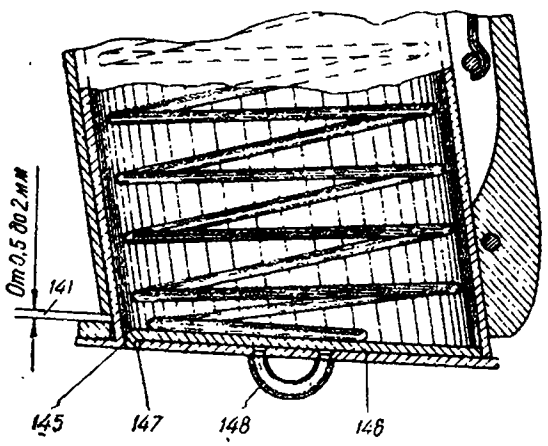

Рис. 43
Вставить магазин в окно рукоятки и проверить, прочно ли он удерживается в рукоятке зубом защелки. Продольное шатание магазина допускается до 1 *мм*. Зазор между нижним обрезом рукоятки и крышкой магазина может быть в пределах 0,5—2 *мм* (*141* на рис. 43). Причины выпадания магазина: 1. Осадка пружины защелки (*142* на рис. 42). Проверить, не имеет ли защелка бокового шатания в соединении с рукояткой. Действие пружины на защелку должно быть энергичное.	Заменить пружину защелки запасной.
Смещение крышки магазина с места Осмотреть соединение крышки с магазинной коробкой и давлением на нее пальцем руки проверить, не смещается ли она вперед. Причины смещения крышки: 1. Износ зуба защелки крышки (*145* на рис. 43).
2. Изгиб защелки крышки (*146* на рис. 43). Осмотреть защелку и проверить ее прямизну линейкой. Защелка крышки не должна быть изогнута.	Выправить защелку на стальной плите ударами медного молотка.
3. Износ щели для зуба в крышке (*147* на рис. 43). Осмотреть щель для зуба в крышке, не имеет ли она скругления ребер, побитостей и износа.	Отделить крышку. Приподнятый металл осадить молотком, а забоины зачистить плоским надфилем. При значительном износе щели заменить крышку или магазин, взяв его от пистолета, вышедшего из строя по другим причинам.
Срыв ушка крышки магазина (*148* на рис. 43).